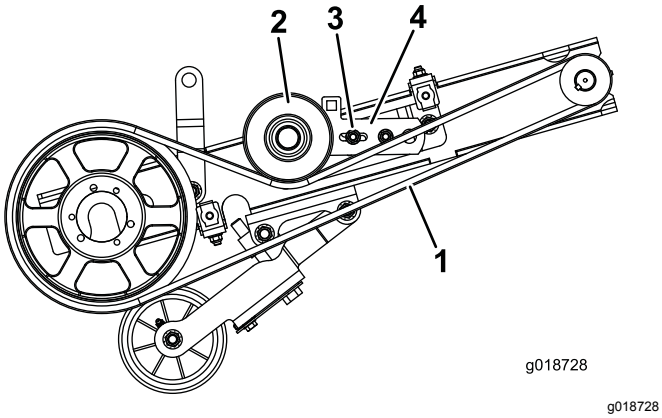

Figur 24
1. Ta bort muttern och skruven som fäster mellanremskivans fäste (skruven i det avlånga hålet i fästet) vid spännbrickan för justering (Figur 24).
4. Ta bort det nedre remskyddet och cylinderdrivremmen (Figur 24).